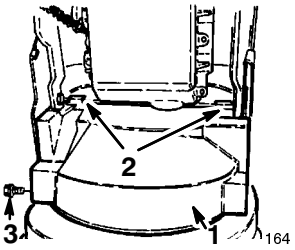

Figure 3
7. Install the lower belt cover on the underside of the auger/impeller housing and the engine frame with two 1/2 in. (1.2 cm) flange head capscrews (Fig. 3).